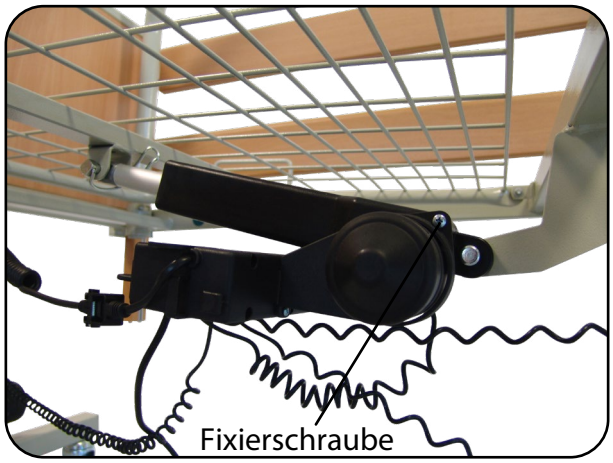

Abb. 6.3.03 - Steuerung auf Rückenteilantrieb
3. Schieben Sie die Steuerung auf den Rückenteilantrieb und sichern Sie die Steuerung mit der Fixierschraube gegen Verrutschen (Abb. 6.3.03).